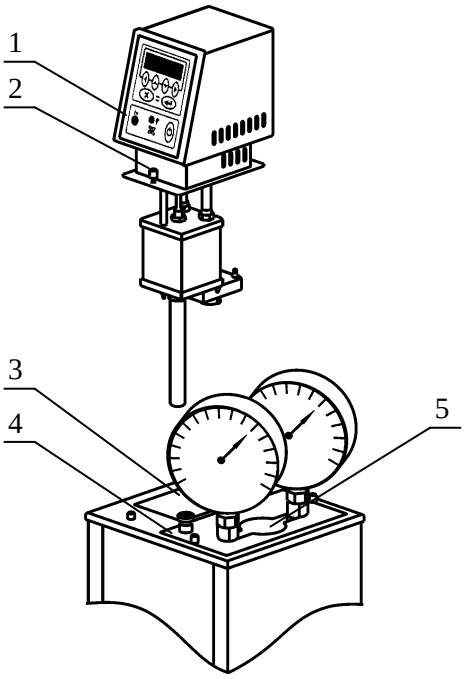

Рисунок 4 — Установка блока регулирования
2.2.4 Установить блок регулирования температуры 1 в отверстие в крышке корпуса термостата 3 до упора (рисунок 4). После установки закрепить блок регулирования на крышке корпуса винтовыми фиксаторами 2.